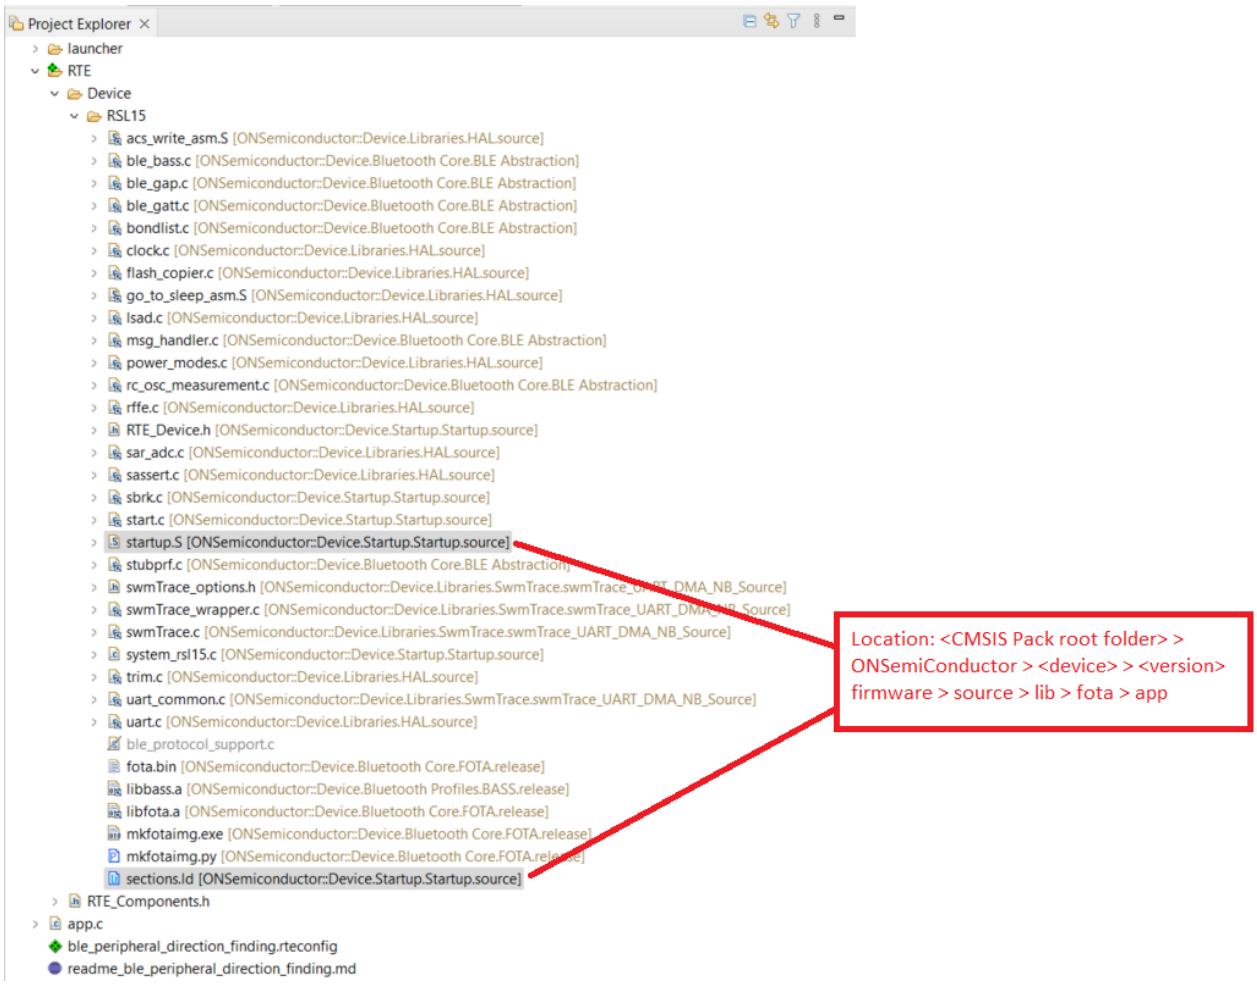

Figure 17. Replacing the sections.ld and startup.S Files
6. Replace your linker script *sections.ld* file with the one that contains the FOTA placement, and also replace your *startup.S* file, as shown in the "Replacing the sections.ld and startup.S Files" figure (Figure 17). The new linker script and *startup.S* file can be copied from *ble_peripheral_server_fota*, or directly from the CMSIS-Pack root folder as follows: